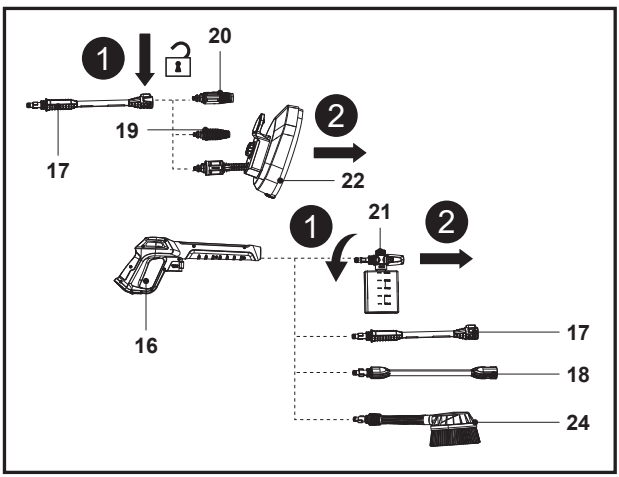

Rys. 21
1. Odłączyć dyszę (19/20/22) od lancy przedłużającej (17); odłączyć dyszę z butelką na detergent (21), szczotkę do mycia (24), lancę przedłużającą (17), drążek przedłużający (18) od pistoletu natryskowego (16) (rys. 21).